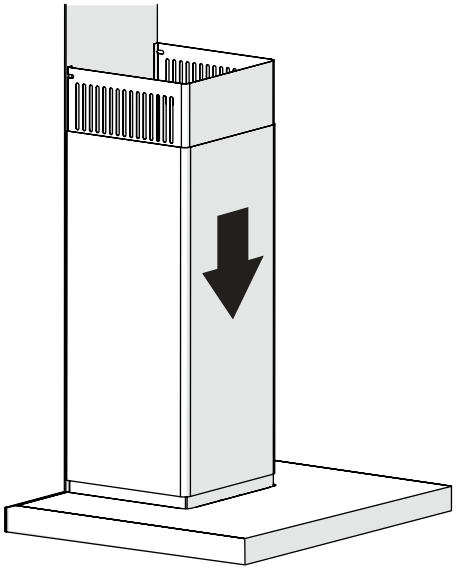

Abb. 14
- Setzen Sie beide Schächte oben auf die Dunstabzugshaube und ziehen Sie den Innenschacht nach oben bis zum Verbindungsblech.(Abb. 14)